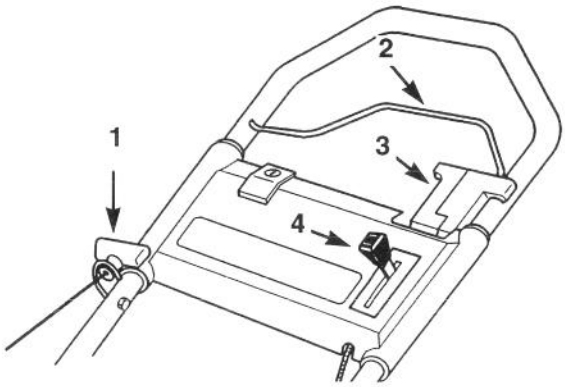

Figure 2
1. COMMANDES - la commande de traction (modèle autotracté seulement), la commande des gaz, la barre de commande d'arrêt du moteur et le démarreur au doigt sont situés sur le guidon (Figure 2).